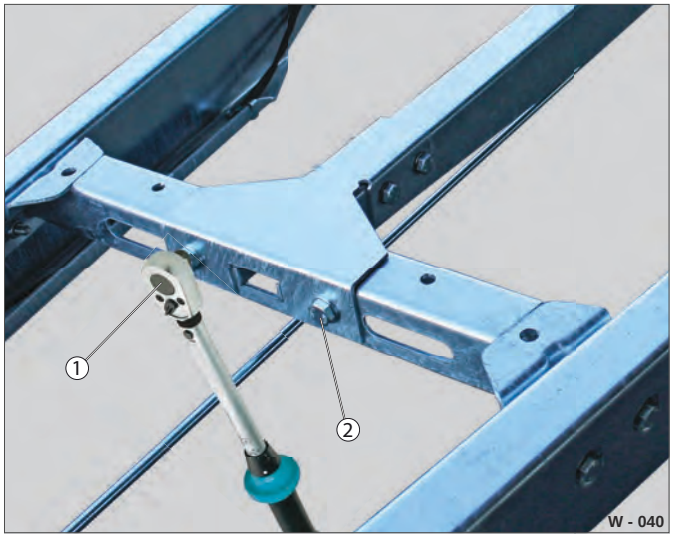

Fig. 5 Efterspænding af skruesamlinger
▶ Til spænding af skruesamlinger (Fig. 5 /2) skal der benyttes en kalibreret momentnøgle (Fig. 5 /1).